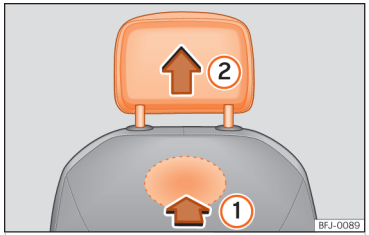

Abb. 65 Kopfstütze vorne ausbauen.
- Lokalisieren Sie zum Entriegeln der Kopfstütze die Aussparung im markierten Bereich auf der Rückseite der Sitzlehne und drücken Sie in Pfeilrichtung ››› (Abb. 65) ①.
- Ziehen Sie die Kopfstütze in Pfeilrichtung ② heraus.